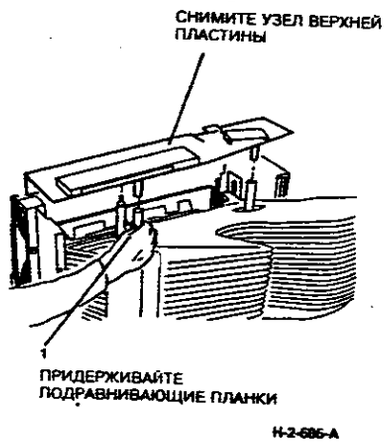

**Рисунок 2. Снятие узла верхней пластины**
5. (Рисунок 2) Снимите узел верхней пластины.